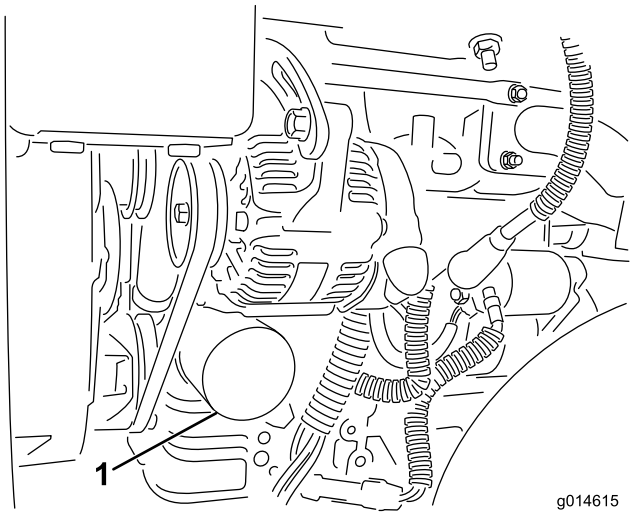

**Figur 46**
2. Avlägsna oljefiltret (Figur 46). Stryk på ett tunt lager ren olja på den nya filterpackningen.